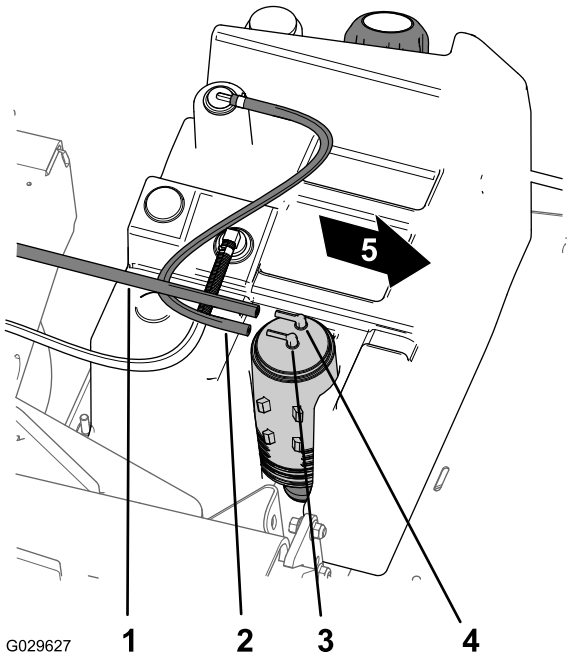

Figur 53
1. Koble vakuumslangen fra nippelen på karbonsylinderen merket med Purge (tøm) (Figur 53).
2. Koble drivstofftankslangen fra nippelen på karbonsylinderen merket med Fuel Tank (drivstofftank) (Figur 53).
8. Monter vakuumslangen på nippelen på karbonsylinderen merket med Purge (tøm) og drivstofftankslangen på nippelen merket med Fuel Tank (drivstofftank) (Figur 53).